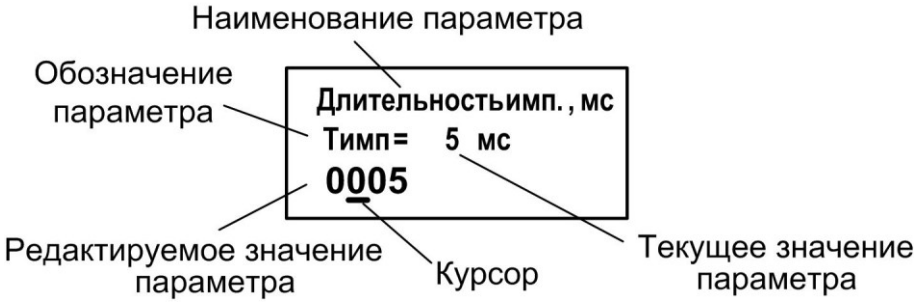

Рис.8 - Вид окна индикации установочного параметра
4.2.4 Для ввода значений большинства установочных параметров необходимо использовать специальное окно, которое раскрывается после активизации строки меню с наименованием соответствующего параметра (рис.8). Окно содержит: